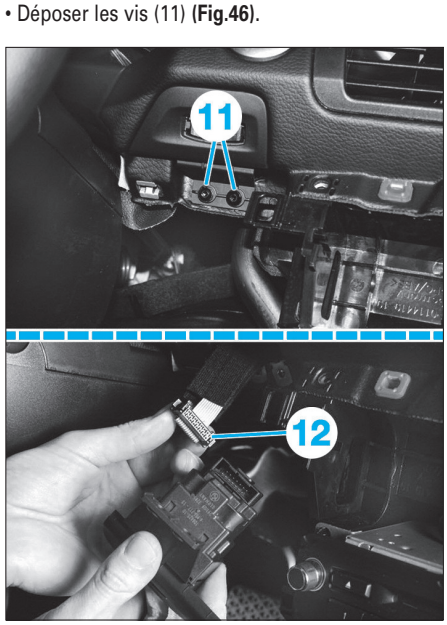

Fig. 46
• Déposer les vis (11) **(Fig.46)**.